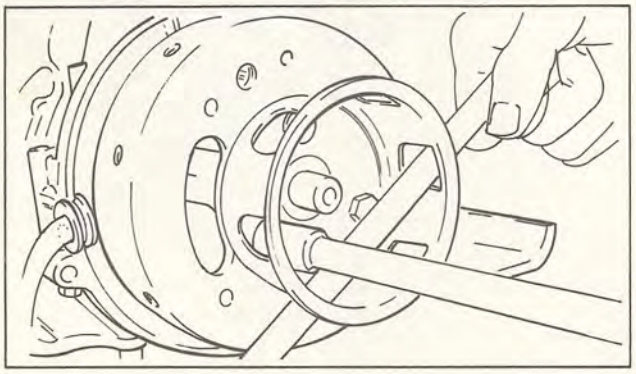

Fig. 2-19
(3) Remove the bolts that hold the starter pulley. Once these bolts are removed, the pulley can be set aside. (Fig. 2-19)